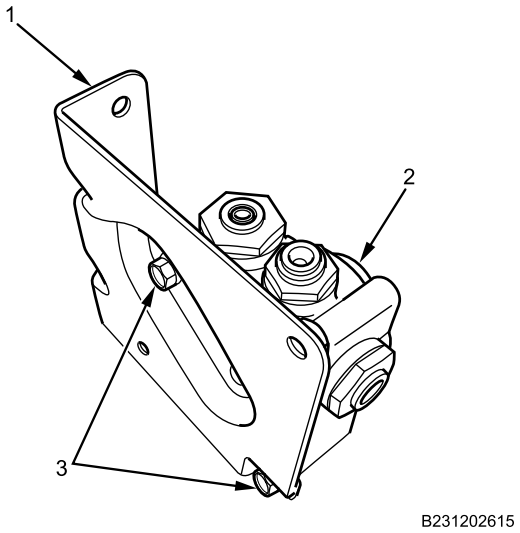

Figure 9. Tractor Protection Valve Bracket.
2. Install tractor protection valve (Figure 9, Item 2) and tractor protection valve bolts (Figure 9, Item 3) on tractor protection valve bracket (Figure 9, Item 1). Tighten bolts (Figure 9, Item 3) securely.